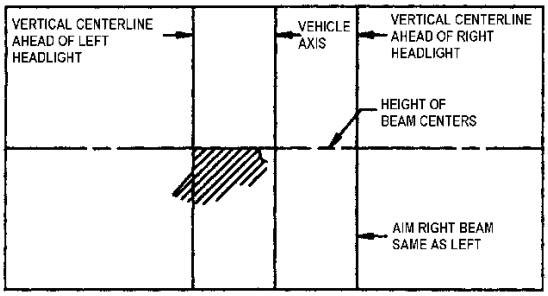

FIGURE 104: LOWER BEAM HIGH-INTENSITY ZONE PROPER LOCATION ON SCREEN
5. Low beam headlamps are aimed so that the top edge (the cutoff) of the high-intensity zone is at the vertical location as per Table 1 and the left edge of the high-intensity zone is at the vertical centerline of the headlamp (Figure 104).